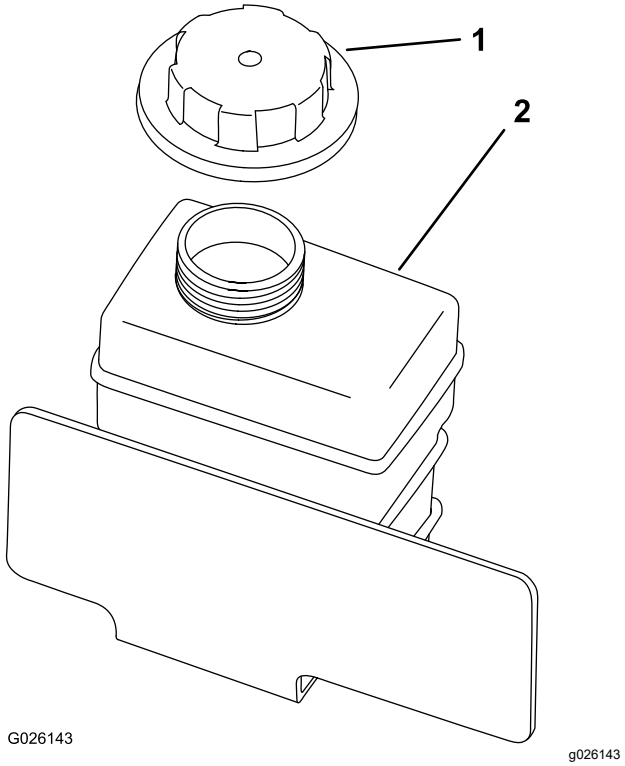

Figur 18
2. Kontrollera kylvätskenivån i reservtanken (Figur 18).